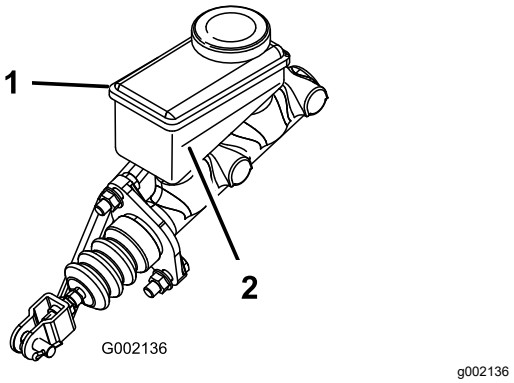

Figuur 54
3. Kijk naar de omtreklijn van het vloeistofpeil aan de zijkant van het reservoir (Figuur 54).
B. Giet DOT 3 remvloeistof in het reservoir tot het vloeistofpeil boven de Minimum-lijn staat (Figuur 54).